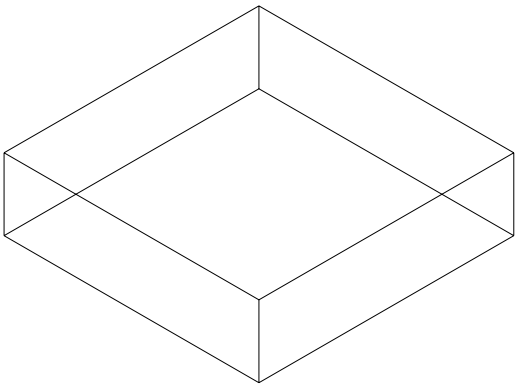

Fig. 8.6
4. Obținerea corpului de bază al piesei, prin copierea conturului trasat anterior (fig. 8.6).